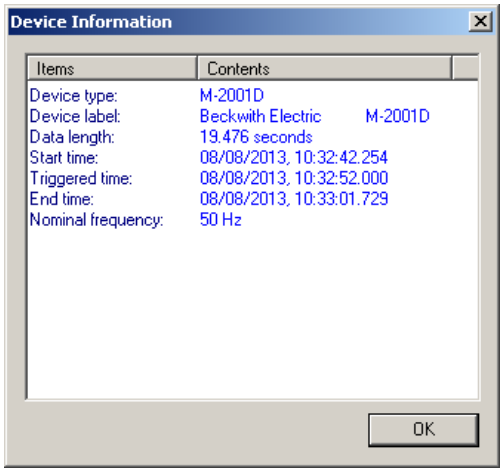

Figure 3-100 Device Information Screen
- Display the Device Information (Figure 3-100) for the corresponding TapPlot data file.